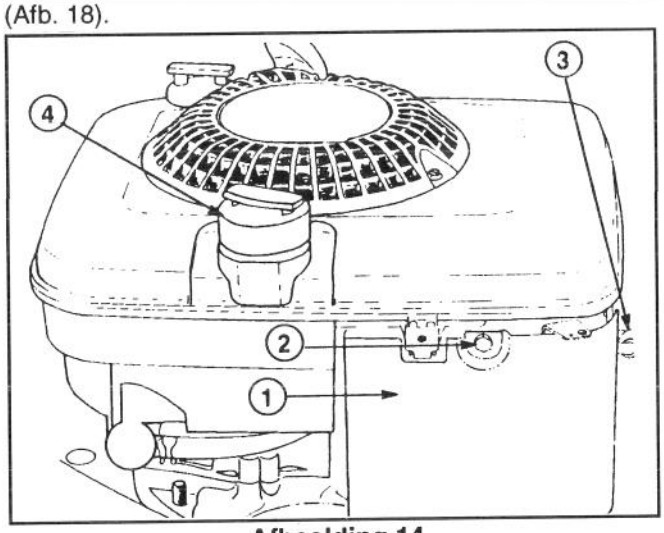

Afbeelding 14
2. Verwijder de schroef waarmee het luchtfilterdeksel aan de motor is bevestigd (Afb. 14). Licht het deksel op en maak het grondig schoon.
2. Verwijder de dop van de benzinetank (Afb. 14) en gebruik een pomphevel om de brandstof naar een schoon benzineblik over te hevelen.